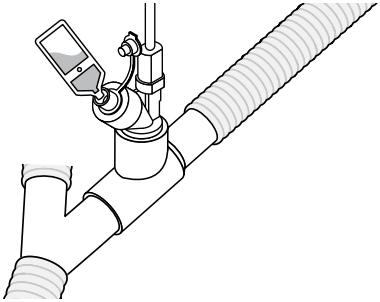

Figure 16. Remplissage du nébuliseur à l'aide d'une ampoule préremplie
2. Ajouter la solution médicamenteuse dans l'orifice de remplissage du nébuliseur à l'aide d'une ampoule préremplie ou d'une seringue (Figure 16).